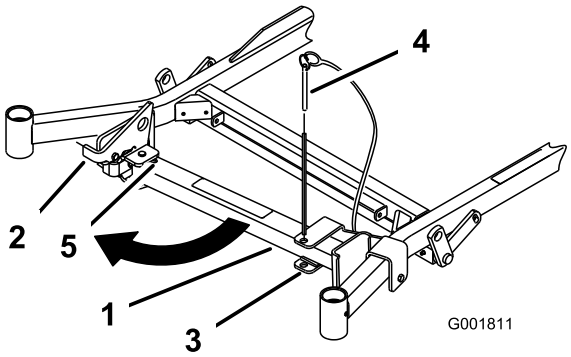
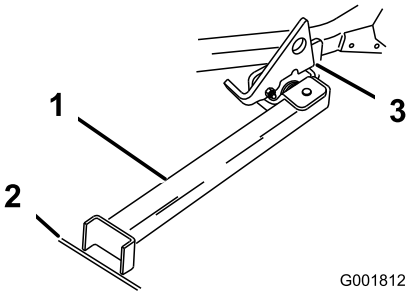

**Figuur 33**
**Figuur 34**
2. Verwijder de pen van de beugel (Figuur 33).
3. Zet de vergrendeling omhoog. Draai het voetstuk van de Z Stand aan de voorkant naar buiten en schuif de Z Stand in de richting van de machine in de onderkant van de sleuf (Figuur 33 en Figuur 34).
6. Plaats het voetstuk op de grond en laat de vergrendeling op de draailip rusten (Figuur 34).
**Opmerking:** Om de beste resultaten te verkrijgen, moet u het voetstuk in spleten in een voetpad of een gazon plaatsen (Figuur 34).
8. Rij de machine de Z Stand op. Stop de machine als de vergrendeling boven de lip in de vergrendelde stand valt (Figuur 34). Als de machine op de Z Stand staat, stelt u de parkeerrem in werking en zet u de motor af.
7. Zet de Z Stand terug in de ruststand (Figuur 33).